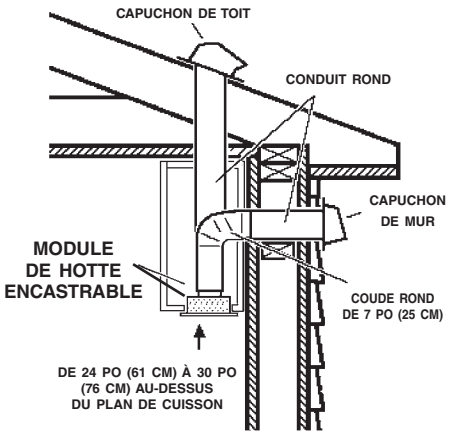

FIG. 1
1. Déterminer par où passera le conduit, entre votre module et l'extérieur (Réf. Figure 1).